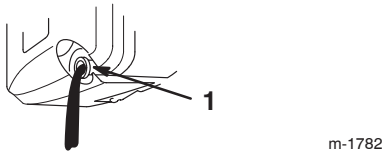

Bild 20
5. Kippen Sie den Rasenmäher auf seine **linke** Seite und lassen Sie das Öl in die Auffangwanne ablaufen (Bild 20).